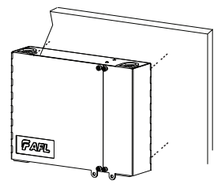

Figure 1
1. Select desired location for wall mounting **(Figure 1)**.